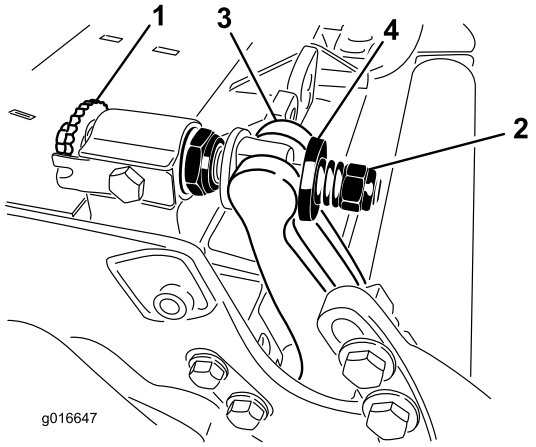

Figur 26
1. Drej bundtværstangens justeringsskruer mod uret for at føre bundkniven væk fra knivcylinderen (Figur 26).
2. Før fjederspændingsmøtrikken bagud, indtil skiven ikke længere sidder stramt mod bundtværstangen (Figur 26).